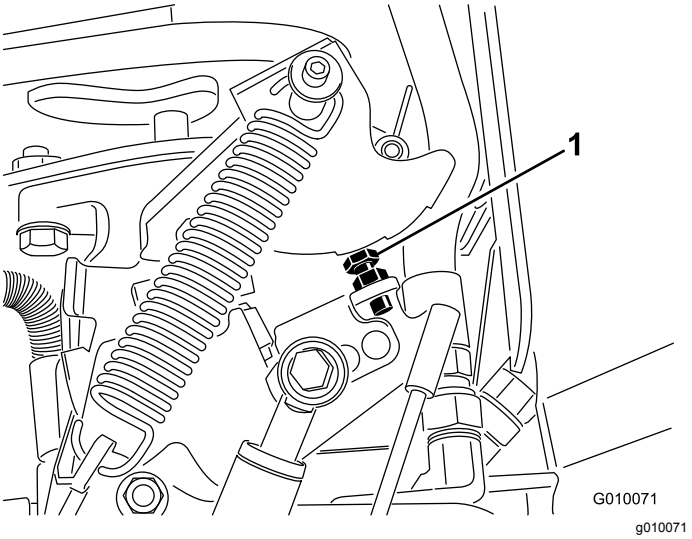

Figur 67
6. Hvis der er behov for at foretage en justering, skal pumpestopbolten drejes (Figur 67) tættere på stoppladen for at mindske hulmellemrummet, eller stopbolten skal drejes væk fra stoppladen for at forøge hulmellemrummet.